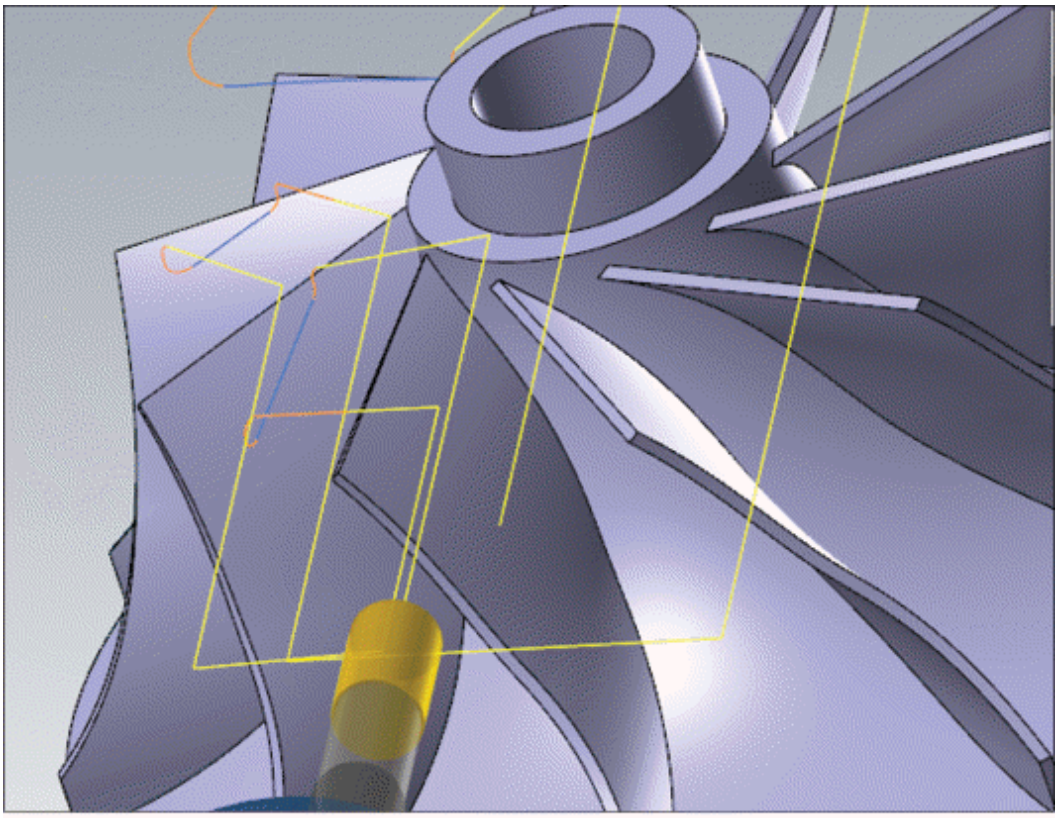

Figure-46. Deburring shroud edges
- Set the other parameters as discussed earlier and click on the **OK** button to generate toolpath; refer to Figure-46 for 5 axis deburr operation.